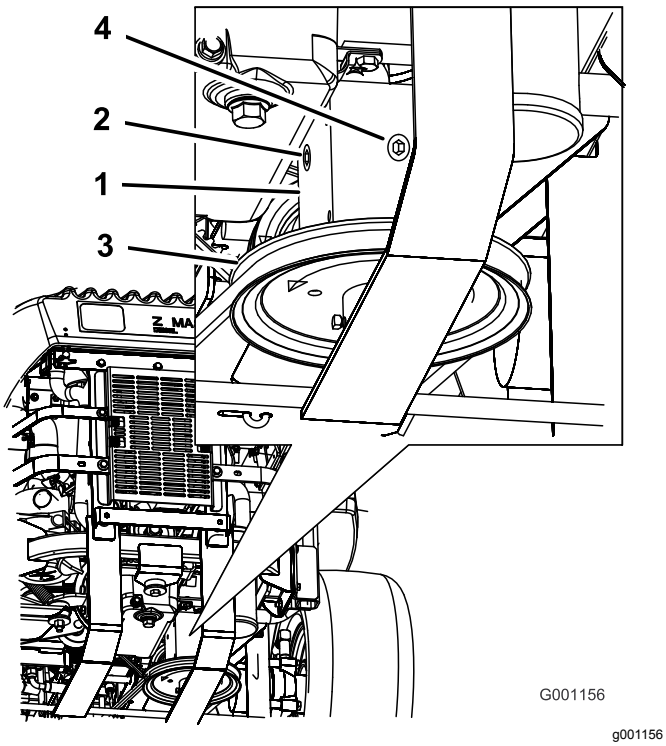

Bild 62
4. Nehmen Sie die Prüfschraube an der Seite oder hinten am Getriebe ab (Bild 62).